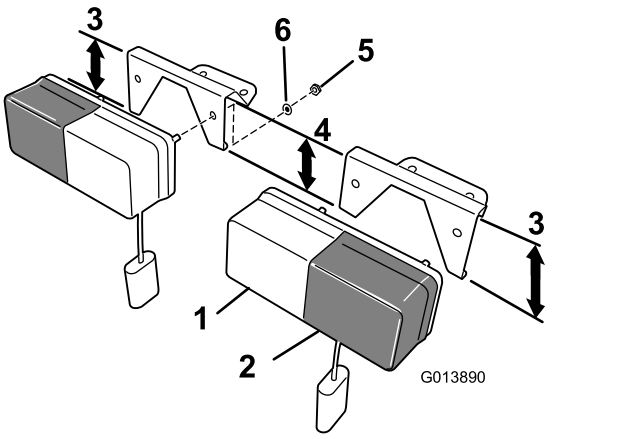

Figuur 4
2. Bevestig het licht aan de beugel; gebruik de eerder verwijderde bevestigingen (Figuur 4).
Opmerking: Zorg dat de doorzichtige lens (standlicht) aan de binnenkant zit en de oranje lens (richtingaanwijzer) aan de buitenkant (Figuur 4).
Opmerking: U kunt de beugels herkennen aan de hoek van de voorplaat en een langere poot die naar buiten wijst (Figuur 4).